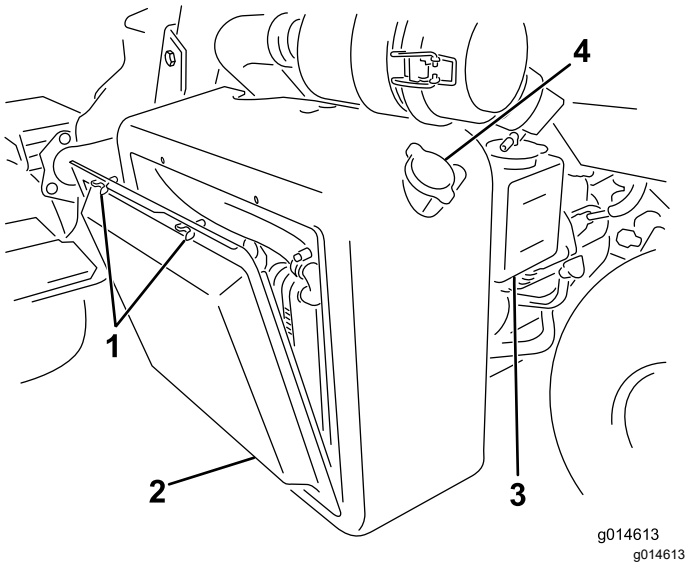
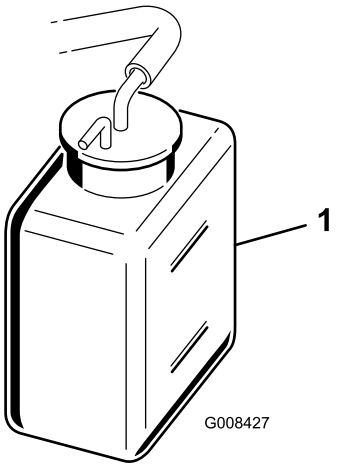

Figuur 49
Figuur 50
1. Verwijder het radiateurscherm (Figuur 49).
2. Controleer het koelvloeistofpeil (Figuur 49 en Figuur 50).